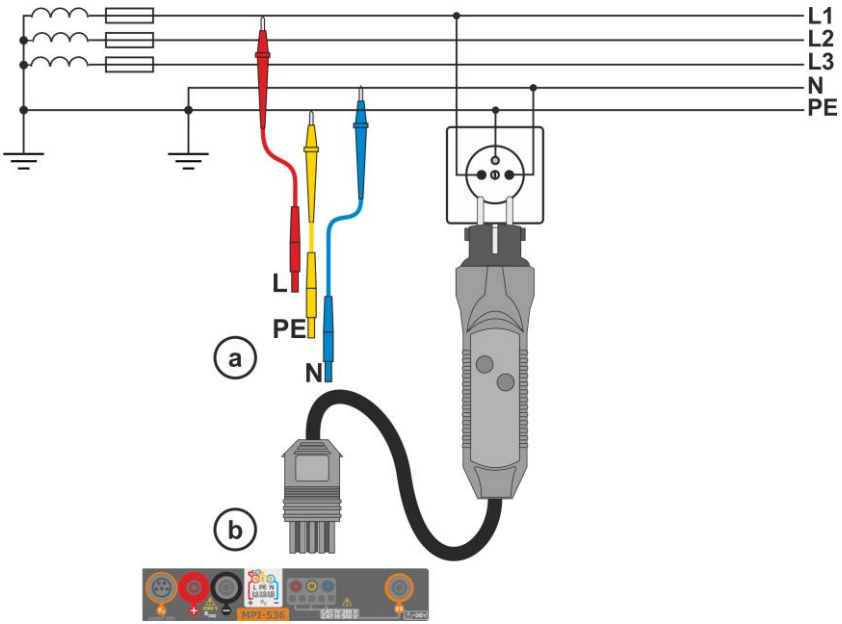
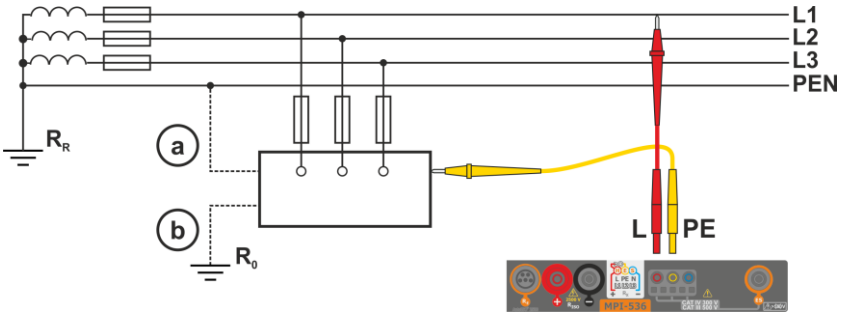

Fig. 3.1 Medición en el circuito L-PE
Fig. 3.2 Comprobación de la eficacia de protección contra incendios de la carcasa del dispositivo en caso de: (a) la red TN o (b) la red TT
(1) Conectar los cables de medición según la **Fig. 3.1** o **Fig. 3.2**.